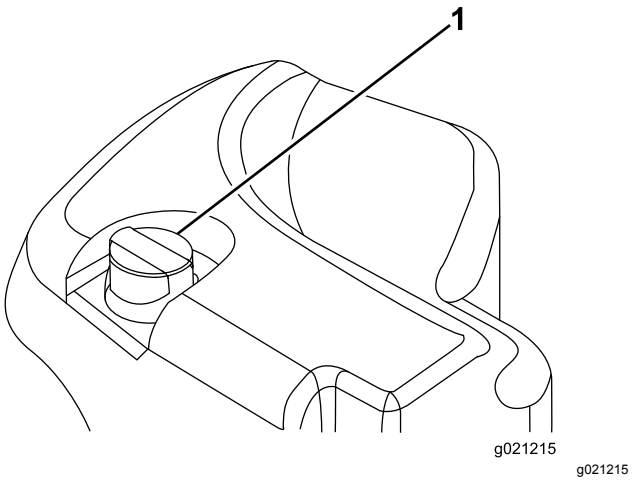

Figur 101
2. Rengjør rundt påfyllingshalsen og lokket på hydraulikkoljetanken (Figur 101). Ta lokket av påfyllingshalsen.